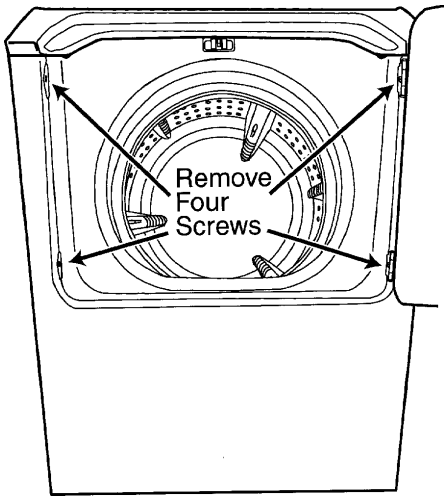

Figure 5-3
2. Open the door and remove the four screws along the inside lip of the door opening. The two that are located vertically, on either side of the door opening, secure the front panel to the front shroud assembly ***(Figure 5-3).*** Care should be taken when opening and closing the door with the screws removed.